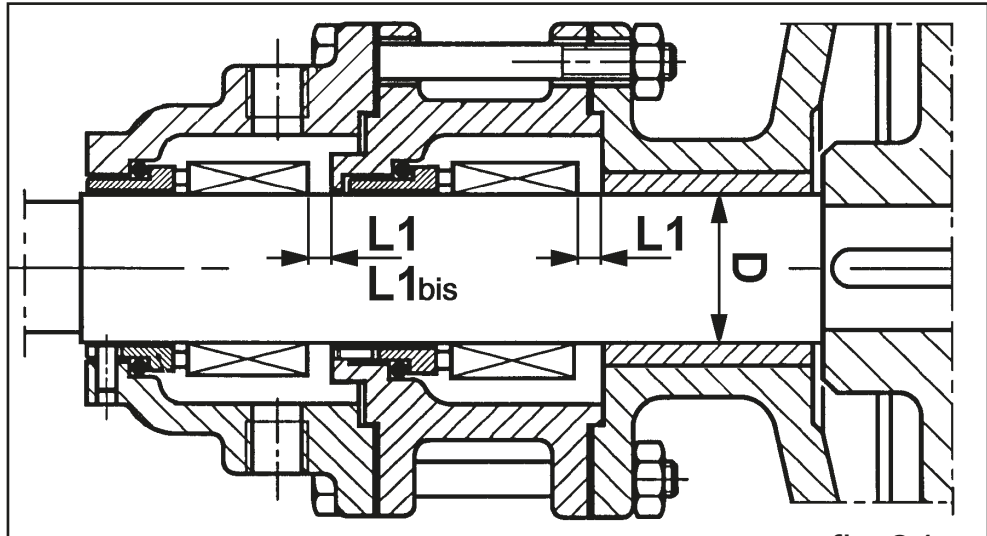

fig.24
N.B. Le tableau indique le diamètre D de l'arbre et la distance L1 entre la garniture (66.1) et la bride/ support (09) qui n'est pas bloquée mais posée contre le rotor (fig. 24).